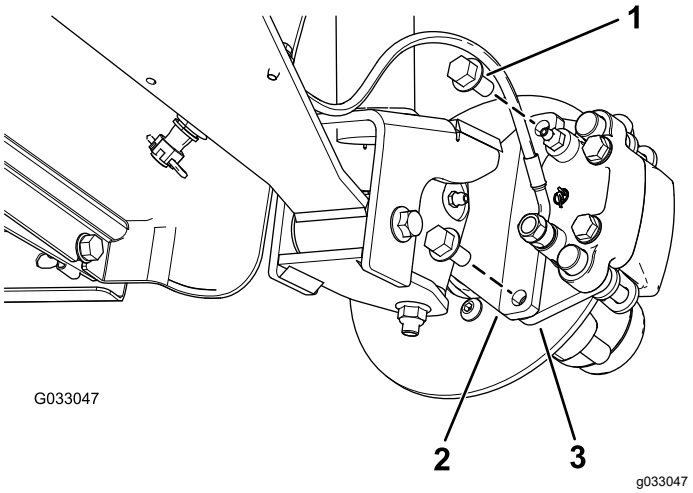
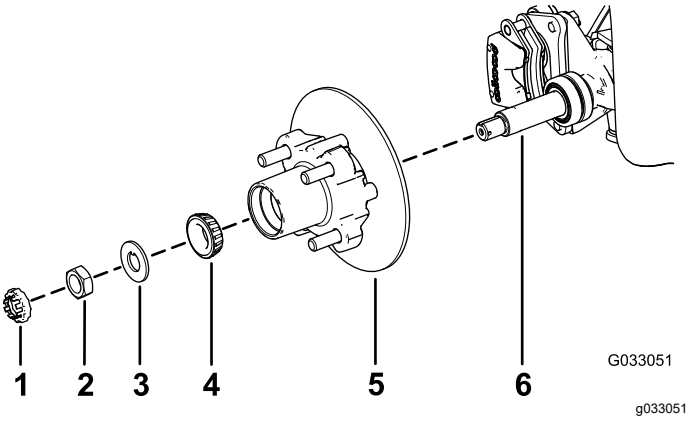

Figur 27
Figur 31
3. Ta bort de flänsskruvar (⅜ x ¾ tum) som håller fast fästet för bromsenheten vid spindeln, och separera bromsen från spindeln (Figur 27).
1. Stryk på ett tunt lager av det angivna fettet på spindeln (Figur 31).
2. Montera navet och rotorn på spindeln med rotorn inåt (Figur 31).
3. Montera det yttre lagret på spindeln och placera lagret på den yttre banan (Figur 31).
4. Montera säkringsbrickan på spindeln (Figur 31).
5. Gänga på spindelmuttern på spindeln och dra åt muttern till 15 Nm samtidigt som du roterar navet för att ställa in lagren (Figur 31).
2. Rikta in bromsklossarna på vardera sidan om rotorn (Figur 27) och hålen i bromsokets fäste med hålen i bromsfästet på spindelramen (Figur 31).
3. Fäst bromsokets fäste på spindelramen (Figur 27) med de två flänsskruvarna (⅜ x ¾ tum).